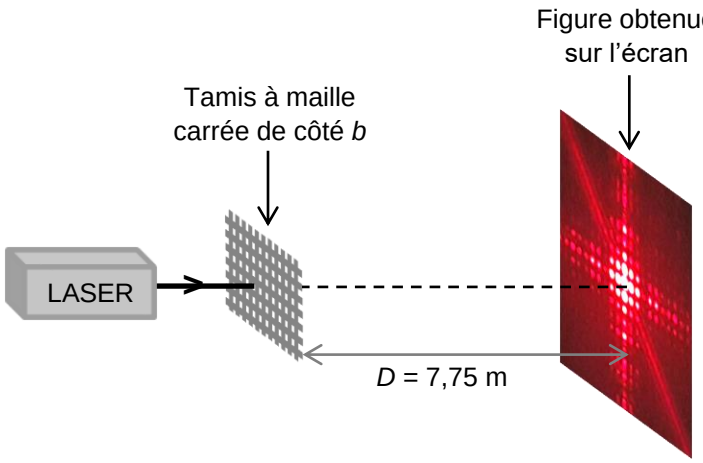

Figure 4. Montage utilisé (échelle non respectée)
- le montage utilisé est donné sur la figure 4 ;